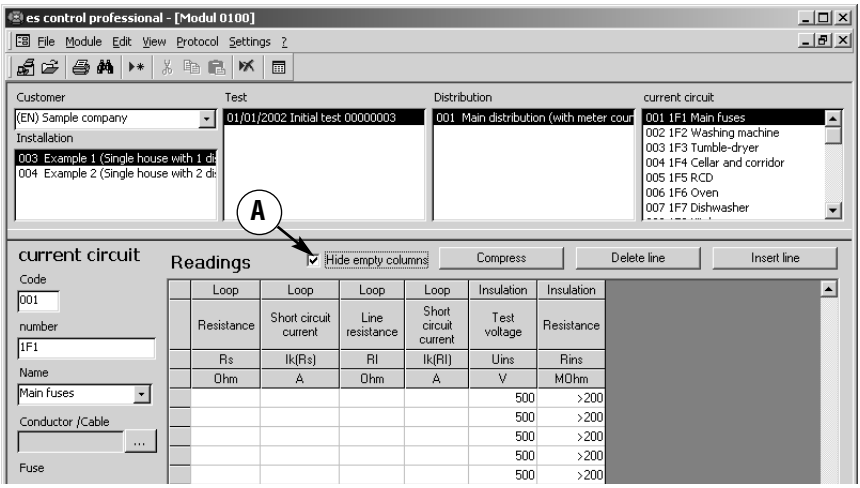

Figure 5.40: “Measurements” window
- To hide empty columns click on the marked field ‘Hide empty columns’ (A). The read-in measurement results are represented as shown in Figure 5.40.